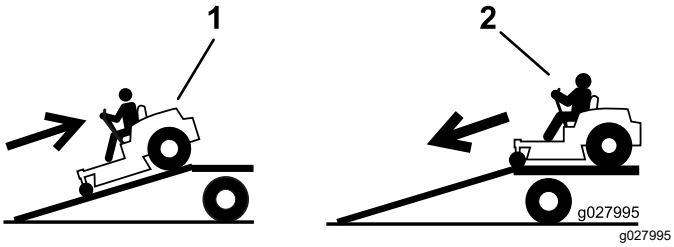

Figur 33
4. Rygg maskinen opp på rampen (Figur 33).
2. Kjør maskinen fremover ned fra rampen (Figur 33).